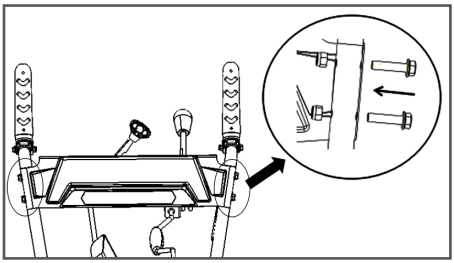

Рис. 2 Установка панели управления
3. Если панель управления установлена на рабочих рукоятках, пропустите этот пункт. Установите панель управления (Рис. 2). Для этого совместите отверстия в панели и рабочей рукоятке, вставьте в них четыре болта М8 × 35 и закрепите их контргайками М8.